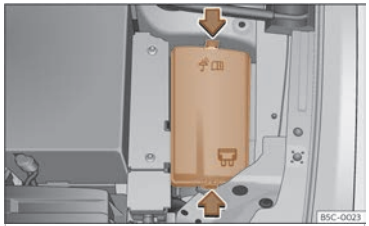

Fig. 224 In the engine compartment: lid of the fuse box.
- Press the locking tabs to unlock the fuse box cover ››› Fig. 224.